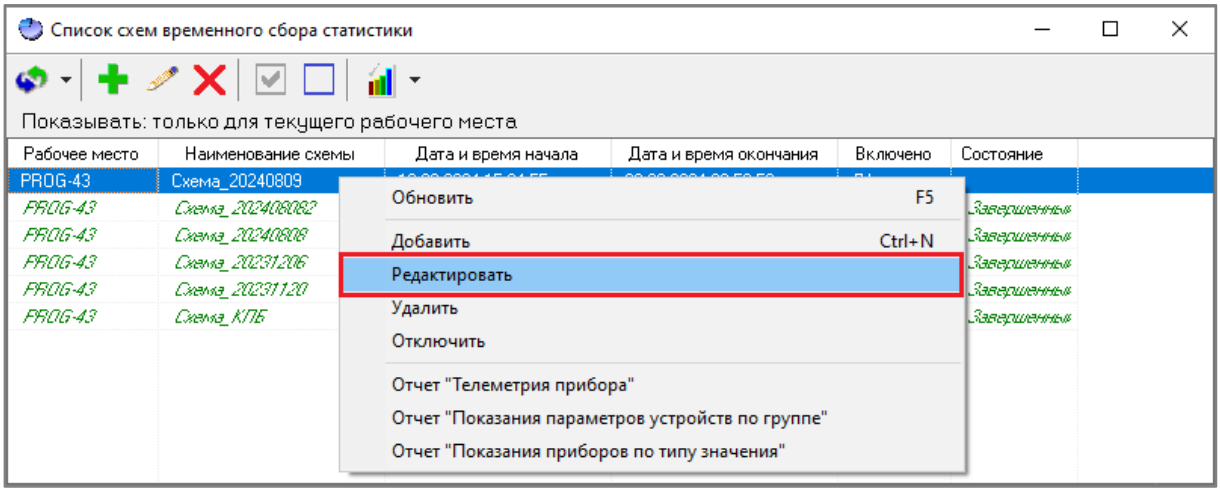

Рисунок 12-119 Редактирование схемы ВСС через контекстное меню области списка схем ВСС окна "Список схем временного сбора статистики"
– либо вызовите контекстное меню области списка схем ВСС (см. п. 12.6.1.2.1) окна «Список схем временного сбора статистики» и выберите в нем пункт «Редактировать» (см. Рисунок 12-119).